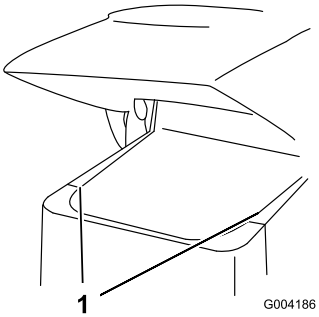

**Figuur 28**
2. Schuif de zijschermen (Figuur 28) omhoog en uit de sleuven in het voorscherm en het frame.